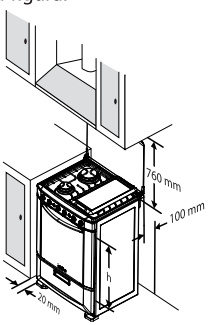

fig. 6
1. Respete las dimensiones mostradas en los dibujos para la instalación de la estufa. **(fig. 6)**